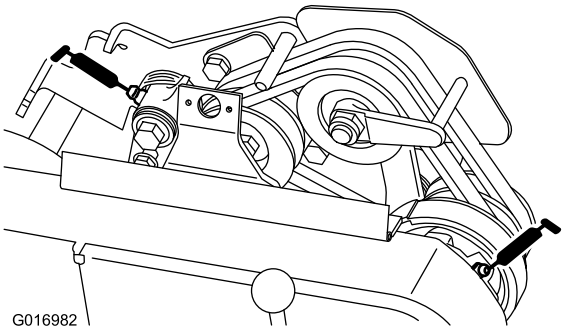

Figuur 20
- 2 op de draaipunten van de riemspanrol (Figuur 20).